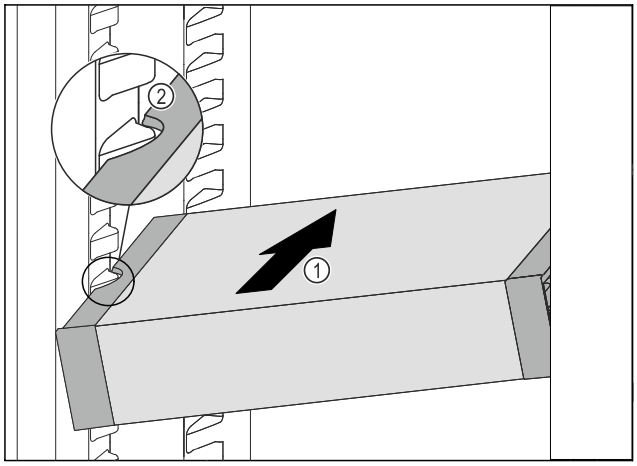

Fig. 165
▶ Insert the VarioSafe into the fridge section at an angle *Fig. 165 (1)* until the recesses in the side *Fig. 165 (2)* of the VarioSafe are at the level of the support rib in the fridge section.